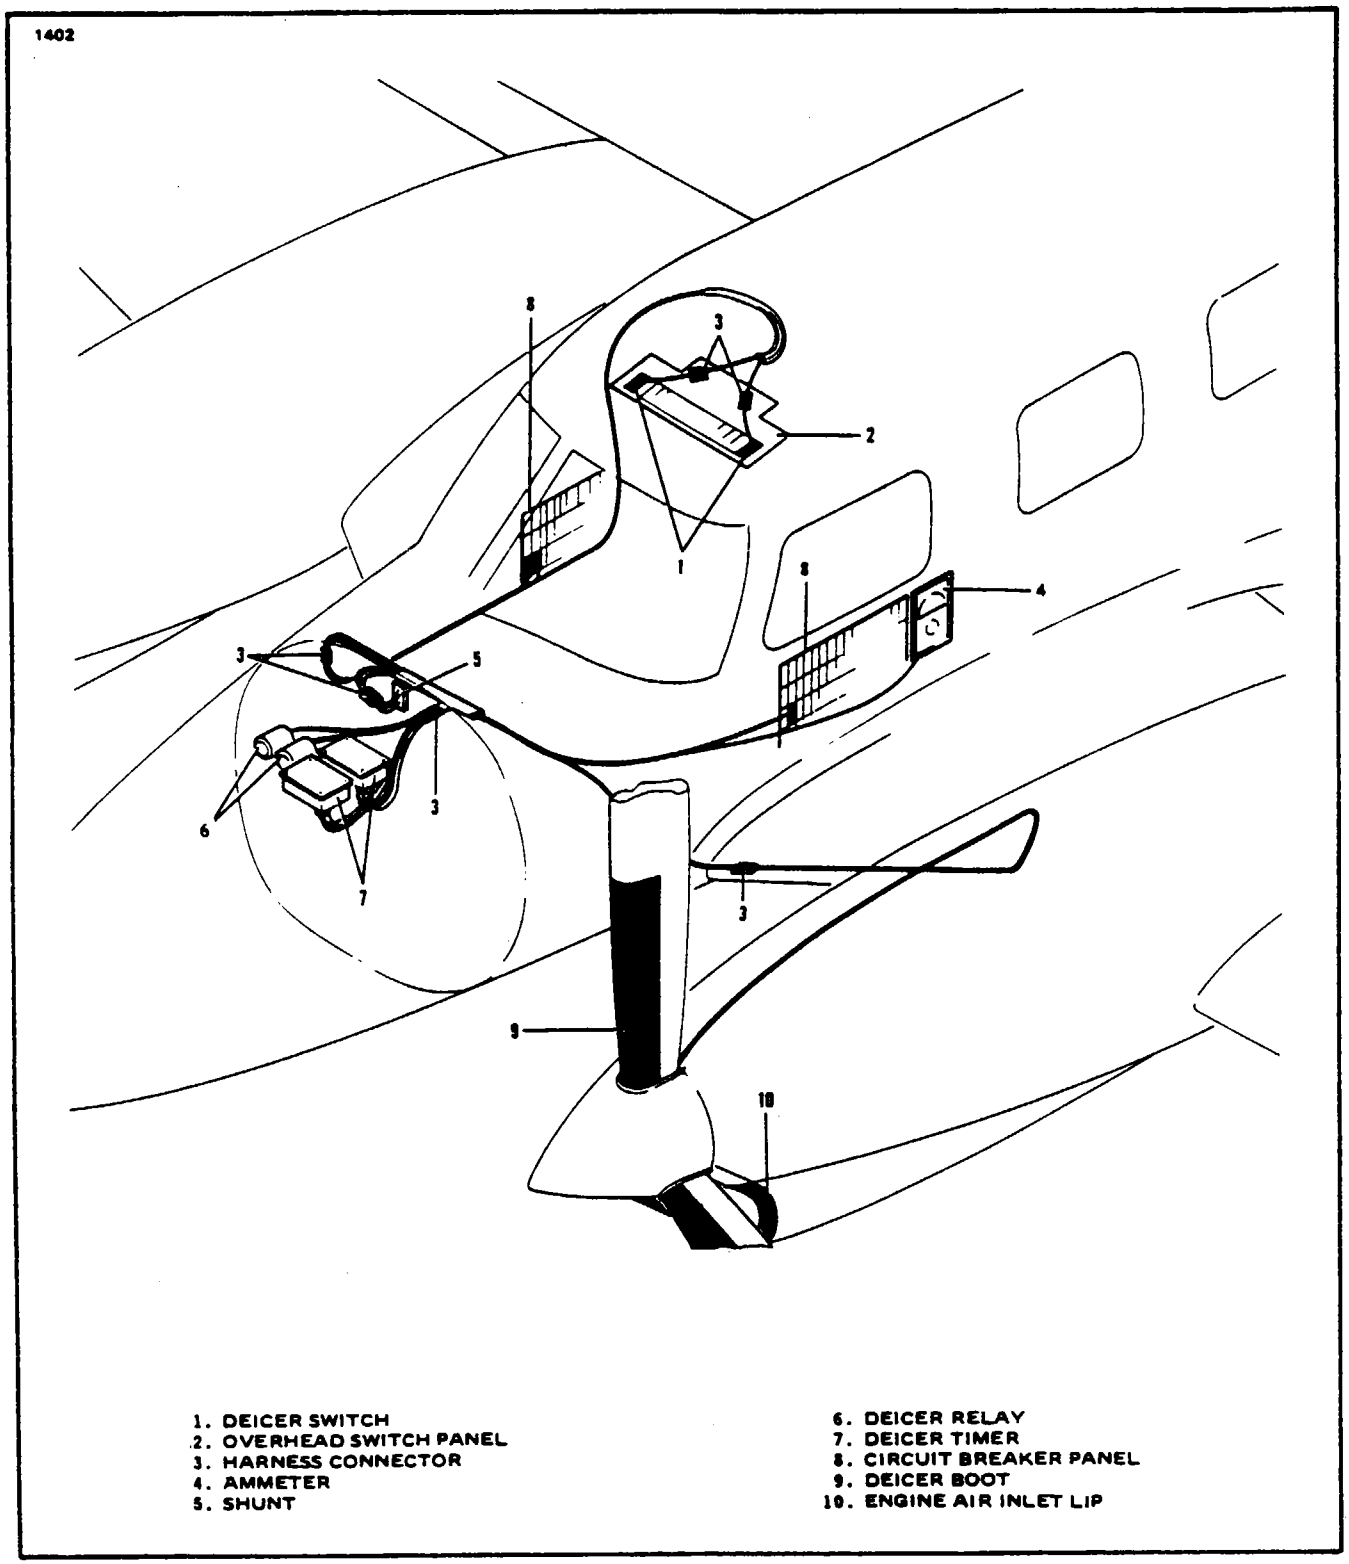

Figure 14-3. Propeller and Engine Air Inlet Lip Deicer System
14-21. DESCRIPTION AND PRINCIPLES OF OPERATION. (Refer to Figure 14-3.) The Propeller and Lip Deicer System is made up of two individual systems, one for each engine, linked together only by an ammeter (4). The ammeter has a selector switch enabling it to monitor the operation of either the left or right system.